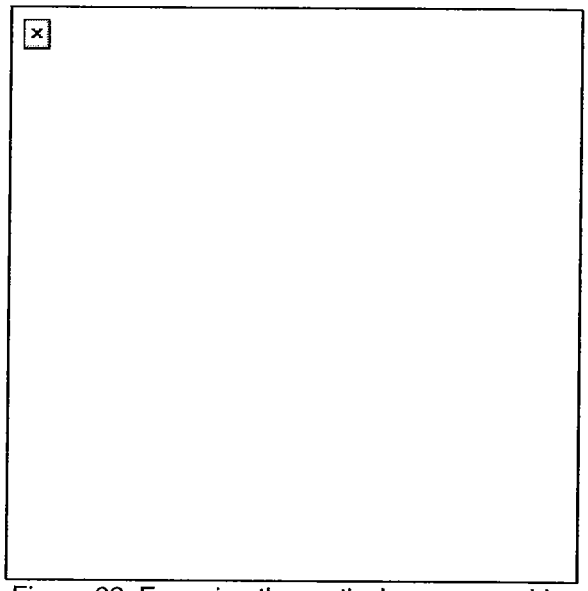

Figure 22. Engaging the vertical cam assembly.
h. Engage the vertical cam assembly (Figure 22).